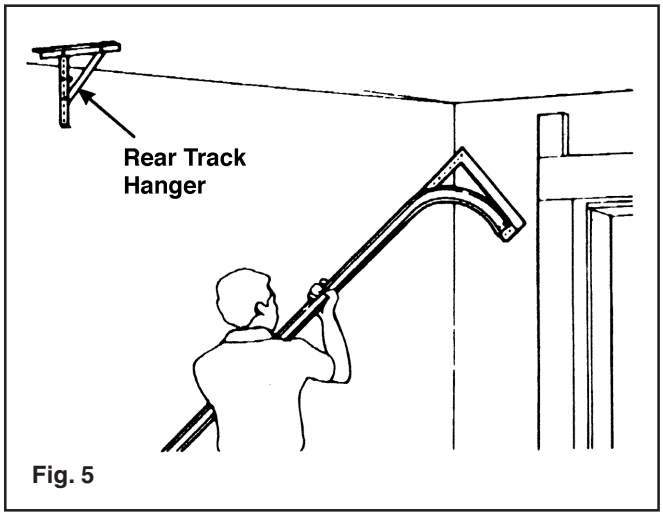

Fig. 5
**Step 3:** After all sections have been removed from the opening, detach all remaining track and hardware from the jambs. The hangers that attach the rear ends of the overhead track to the ceiling (called rear track hangers) in many cases can be reused on the new door if made of 13 gauge ($^{3}/_{32}$") or heavier steel and is not loose or unstable. (FIG. 5)